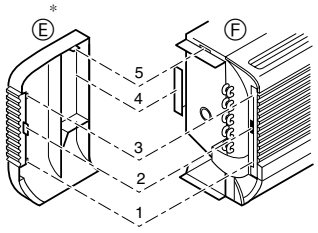

Fig. 3-8
* Structure du panneau latéral et du corps de l'appareil (Fig. 3-8)